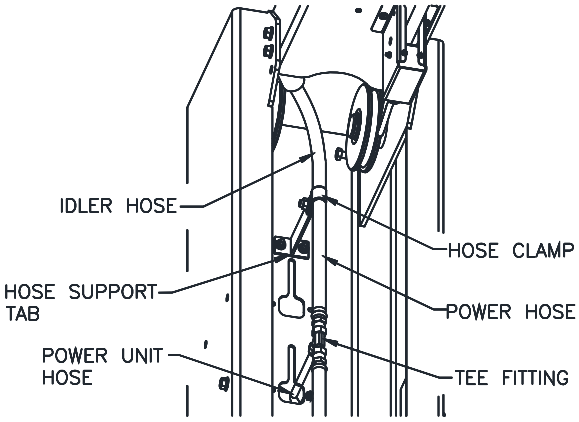

Fig. 16 – Power Side Hose Routing
41) Tighten the three hose fitting connections at the Tee taking care not to twist or change the lay of any hose. Install and tighten the "P" clamp on the power side to hold up the connection to the tee, see **Fig 16**.